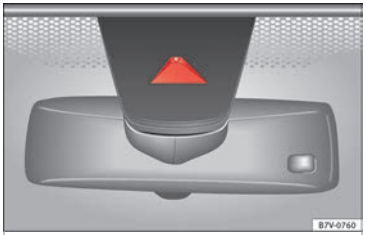

Bild 219 I vindrutan: Synfältet för lane assist-systemets kamera.
- **Kontrollera innan du börjar köra att kamerans synfält inte är täckt »» bild 219.**